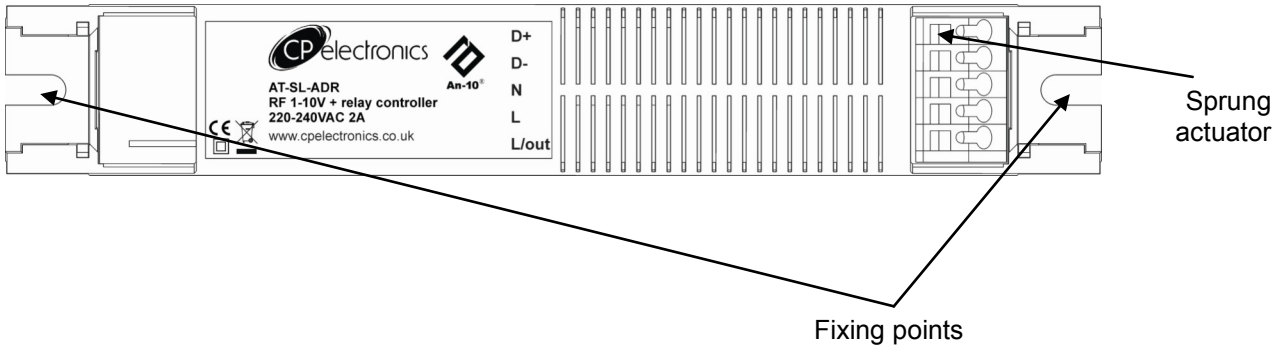

Fig 4: AT-SL-ADR mounting
- Affix the AT-SL-ADR to the inside of a luminaire using M4 screws as shown in the diagram below (Fig. 4).